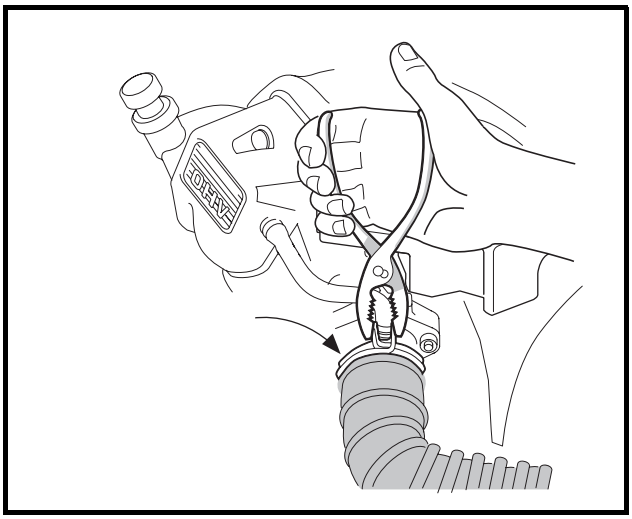

Figure 16-51 Air Intake Hose
30. Connect air intake hose to carburetor and secure hose clamp **(Figure 16-51, Page 16-20)**.